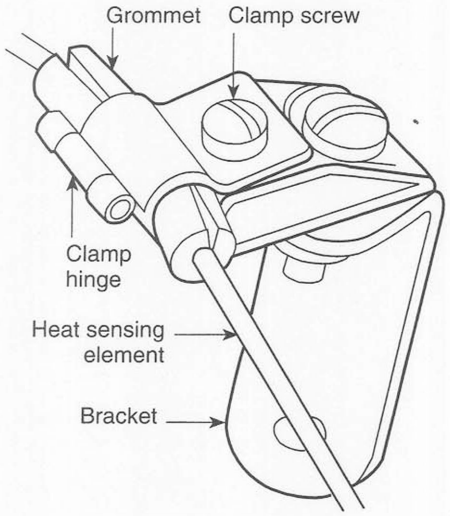

Figure 18-15. *Typical fire-detector loop clamp showing the correct way to install the grommet*
- Check all the rubber grommets in the mounting clamps for indication of damage from oil or overheating, and be sure that all grommets are properly installed. If there is a bend in the element, the slit in the grommet should face the outside of the nearest bend to prevent the element chafing on the clamp. *See* Figure 18-15.